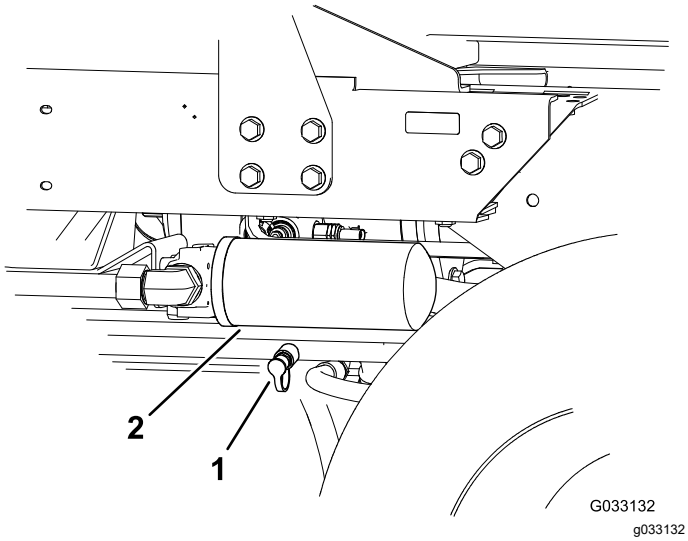

**Рисунок 76**
2. Подсоедините гидравлический шланг между диагностическими штуцерами, установленными в задний тяговый коллектор и в контрольное отверстие давления обратной тяги (Рисунок 76).